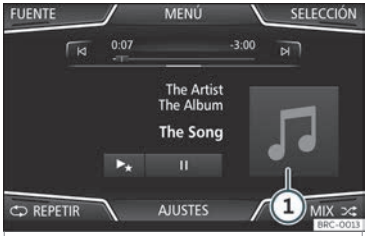
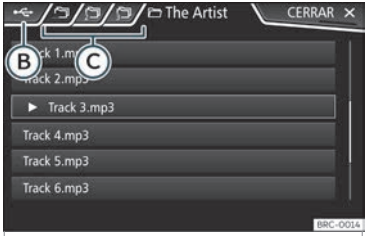

Fig. 152 Menú principal MEDIA.
Fig. 155 Modo Media:listaxe de pistas dunha fonte Media.
Ao premer na portada actual ››› **fig. 152** ① amosaranse todas as portadas dos álbums dispoñibles na fonte Media activa ››› **fig. 153**.
- Prema no menú principal *MEDIA* o botón de función SELECCIÓN ››› **fig. 152** para abrir a listaxe de pistas. A pista que se está a reproducir amósase de xeito destacado ››› **fig. 155**.